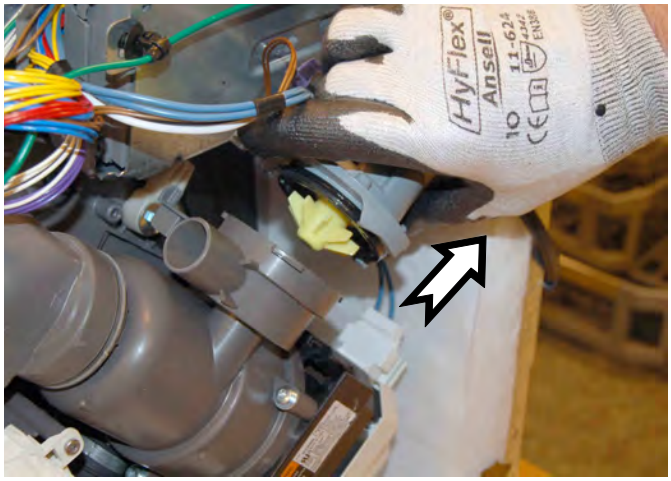

Figure 3
4. Remove the drain pump, (see Figure 3).